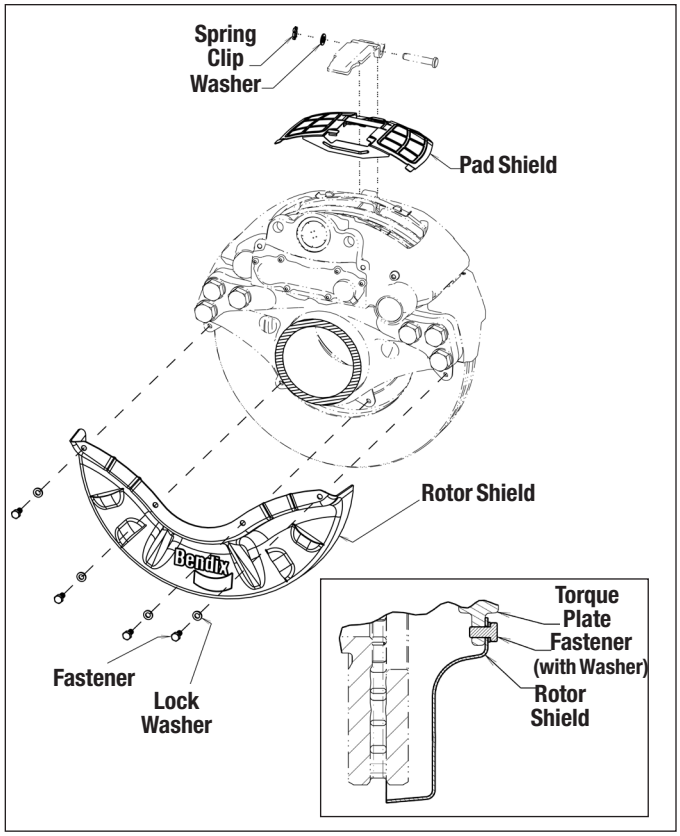

Figure 32 – Trailer Axle Exploded View with Inset Showing Rotor Shield Installation
5.1.4 **Trailer Axle Rotor Shields** (*See Figure 32*). Position the rotor shield with *the torque plate between the shield and the rotor*. With one (supplied) lock washer in place on each cap screw, pass the screws through the shield before mounting onto the threaded torque plate holes. Torque the cap screws to 24 ft-lbs (32.5 Nm).